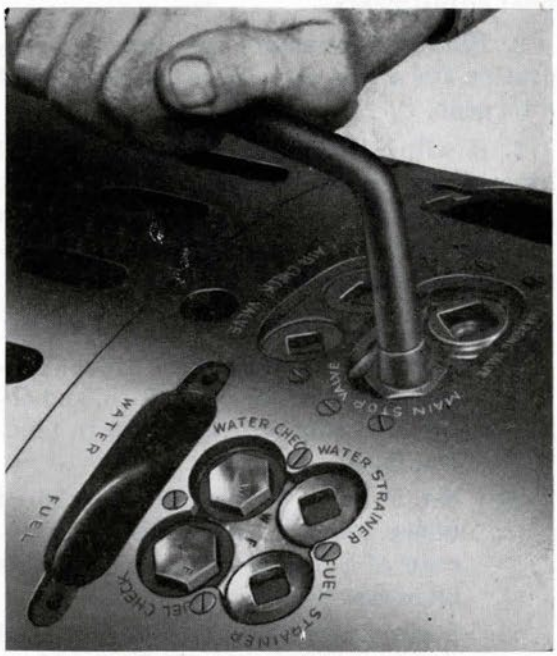

Figure 102
3. Remove water-compartment filling plug. (11)
7. Open stop valve (Fig. 102). Make certain that air-flask blow valve is closed. (227-227A, 49)